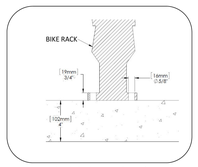

Fig. 4. – Anchor hole clearance for surface mount
1. Set unit in place and install anchor bolts (not supplied by Landscape Forms) according to anchor manufacturer's instructions. See Fig. 4 for anchor hole clearances.
- For surface mount option: stainless steel anchoring hardware, (2) required per unit (not included). Landscape Forms, Inc. recommends maximum 12mm dia bolt, with a minimum embedded depth of 80mm (see Fig. 4 for bolt clearances).